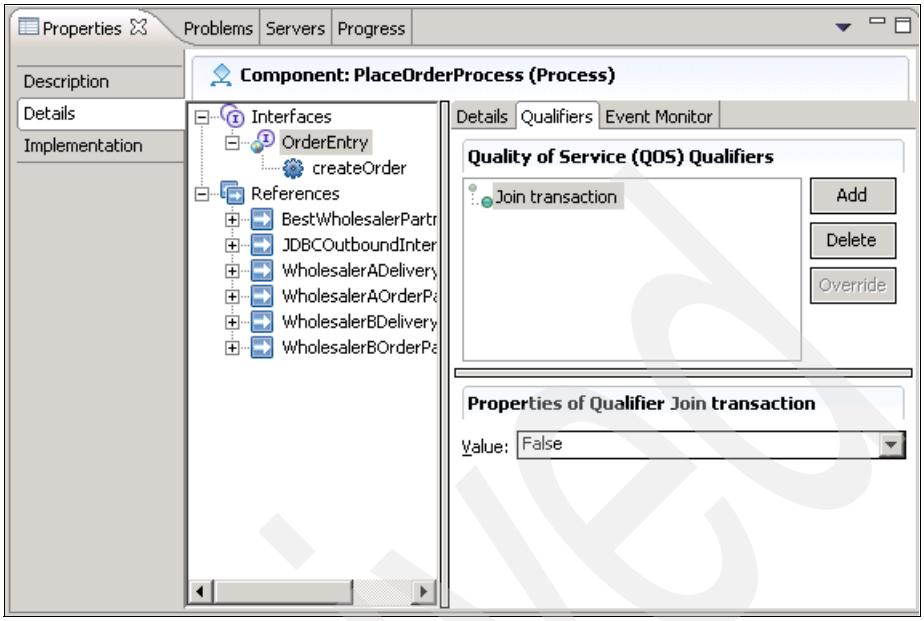

Figure 12-23 The Join transaction interface qualifier
3. Click **Join transaction** entry, and change the value combo box to `False` (Figure 12-23).